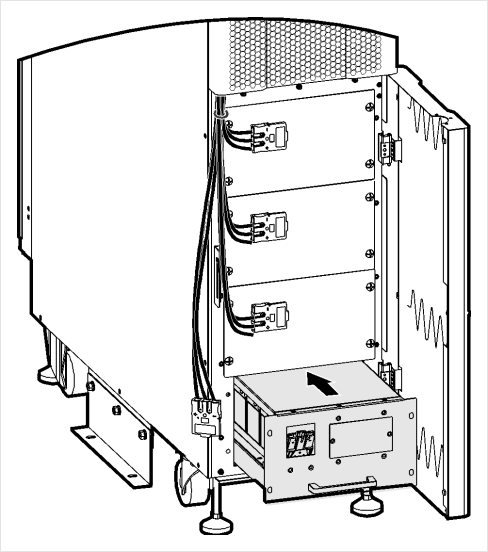

FIGURE 4-13 Step 4 — slide the module in
4. Slide the battery module into the UPS (Figure 4-13).